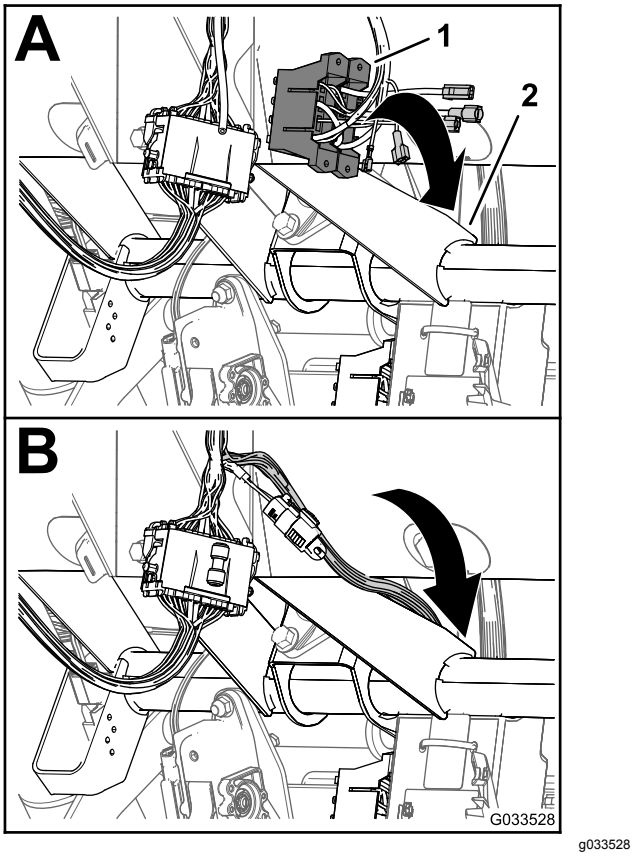

Figuur 24
1. Leid bij het bedieningspaneel van de spuitmachine de aftakking van de voorste kabelboom met de zekeringhouders tussen de onderkant van het dashboard en de dwarsbuis van het machinechassis, en omlaag naar de voorzijde van de zekeringhouder van de machine (Figuur 24).